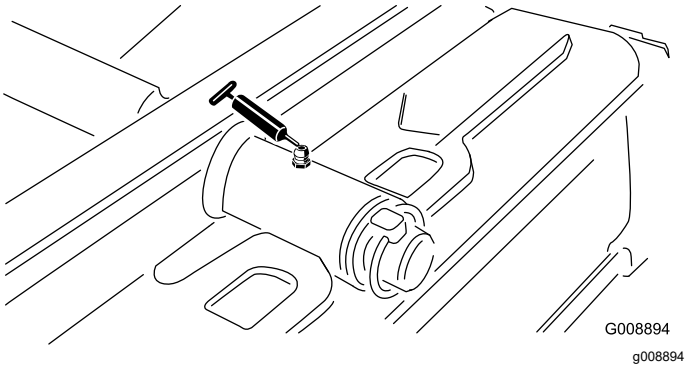

Rysunek 56
- Oś tylnego zespołu tnącego (Rysunek 56)